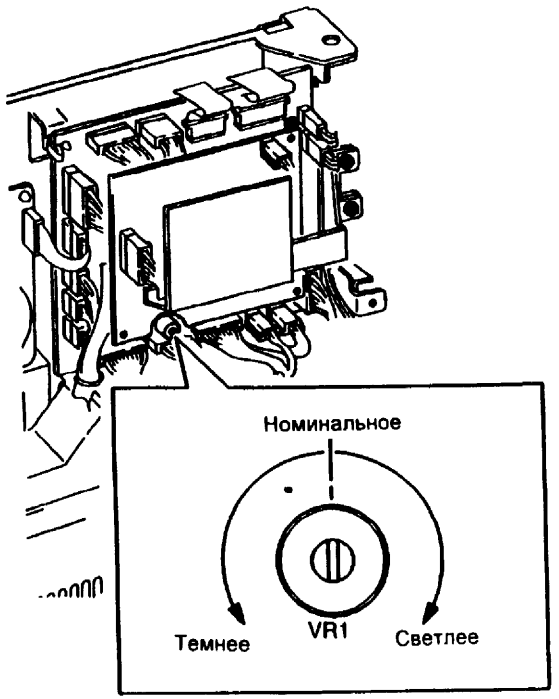

Рис. 1 VR1 на главной PWB
1. (Рис. 1) Убедитесь, что VR1 на главной PWB установлен в среднее (номинальное) положение.